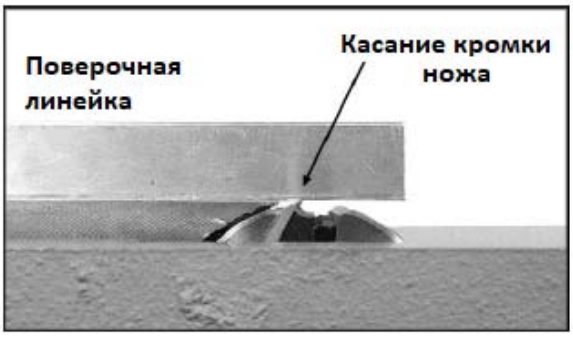

Рис. 17
5. Опускайте стол разгрузки, пока поверочная линейка не коснется ножа, как показано на Рис. 17. Слегка покачайте строгальный вал с помощью ремня, чтобы убедиться, что высшая точка кромки ножа касается линейки.